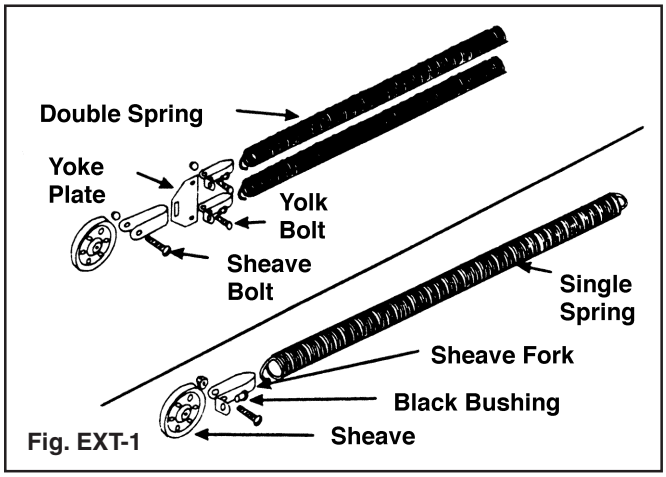

Fig. EXT-1
**Step 1:** Some doors will be supplied with two springs and some will have four. Assemble springs with sheaves on the floor. A 3/8" x 1 1/4" bolt and nut are used to attach the sheave. (FIG. EXT-1)